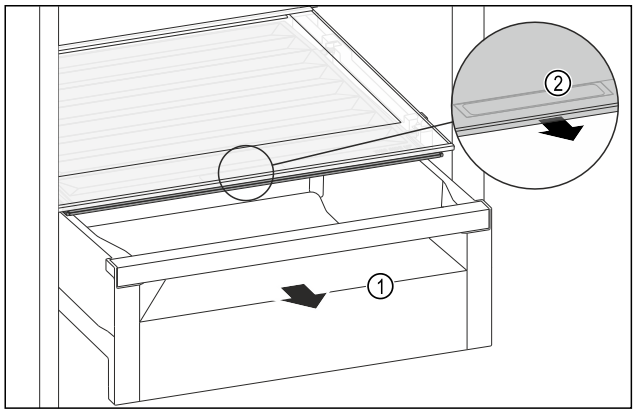

Fig. 174
▶ Pull out the drawer *Fig. 174 (1)*.
▶ Grasp the recessed grip *Fig. 174 (2)* on the compartment lid and pull the compartment lid forwards at the same time.